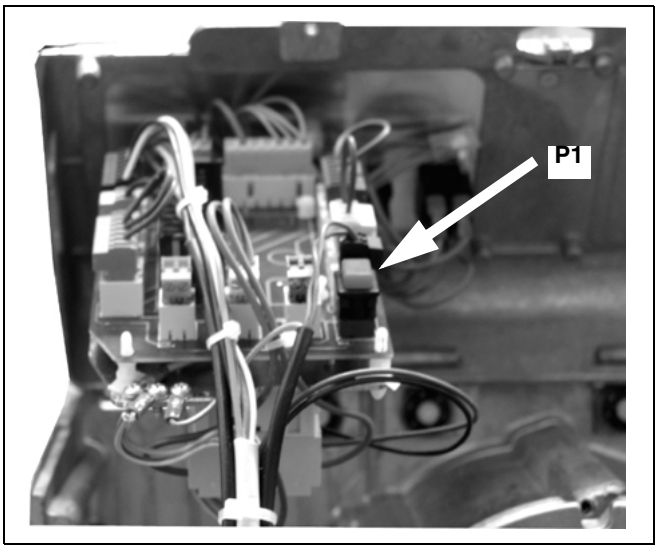

Рис. 33 - Кнопка ввода в действие второй форсунки на двухступенчатых горелках
- когда появится пламя, нажать на кнопку P1 (Рис. 33) и держать ее в течение нескольких секунд, пока не заполнится топливом трубка второй форсунки;